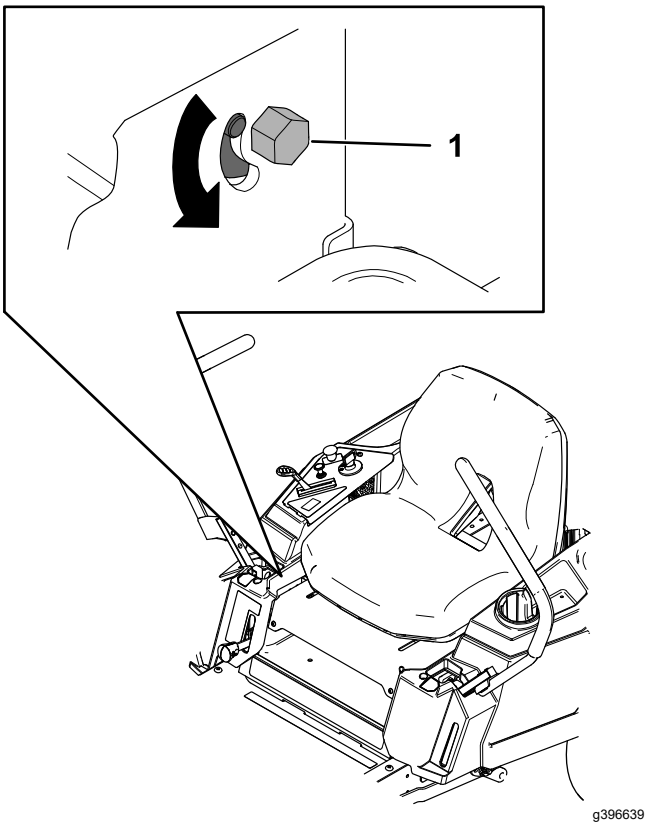

Figuur 53
3. Zoek de stelbout voor sporing in de buurt van de rijhendel aan die kant die afgesteld moet worden (Figuur 53).